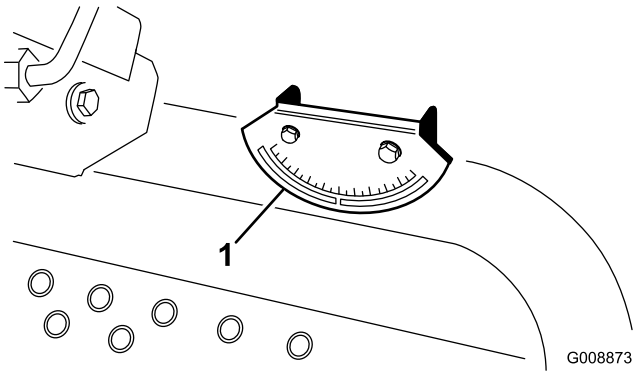

Figuur 6
2. Controleer of de machine horizontaal staat door een inclinometer (geleverd bij de machine) op de dwarsstang van het frame bij de brandstoftank te plaatsen (Figuur 6). De inclinometer moet nul graden aangeven gezien vanuit de positie van de bestuurder.